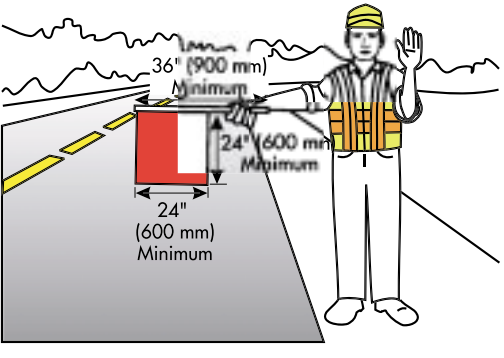

Figure 12
2. Extend the flag into the traffic lane (see Figure 12).